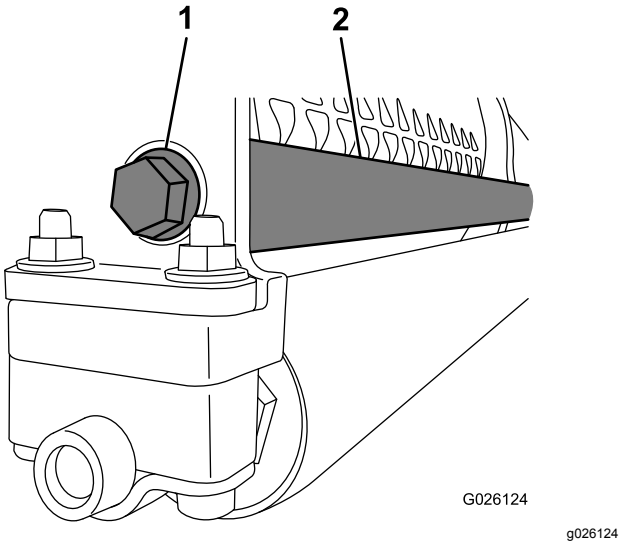

Figur 6
4. Fäst viktstångens gängade ände vid ramen med en flänsskruv (Figur 6).